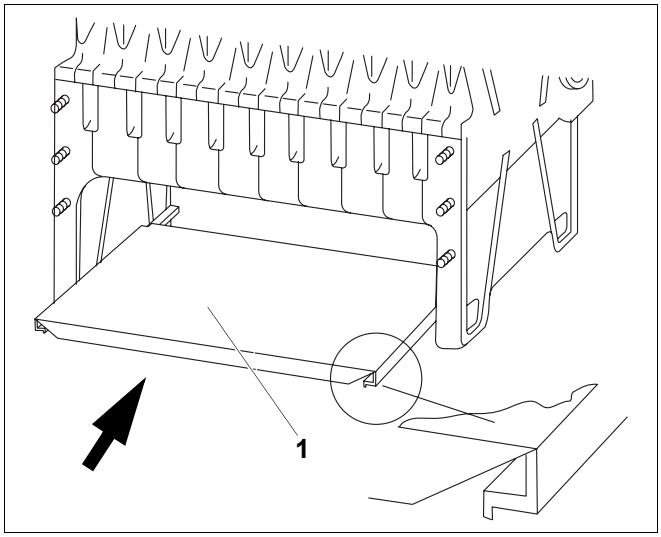

Rys. 39 Wsunięcie blachy dennej
- Wsunąć blachę denną (rys. 39, **poz. 1**) do komory spalania, stroną otwartą do dołu.